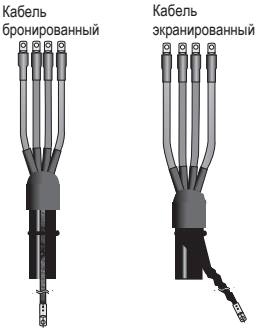

Рисунок 7
4.19 Монтаж муфты окончен (рисунок 7).